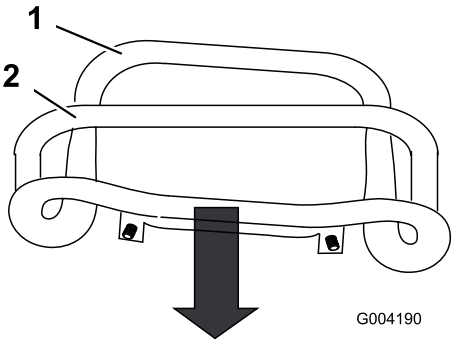

Figur 53
3. Dra drivreglaget rakt bakåt så att reglagets främre del nuddar vid referensstaven (Figur 53).